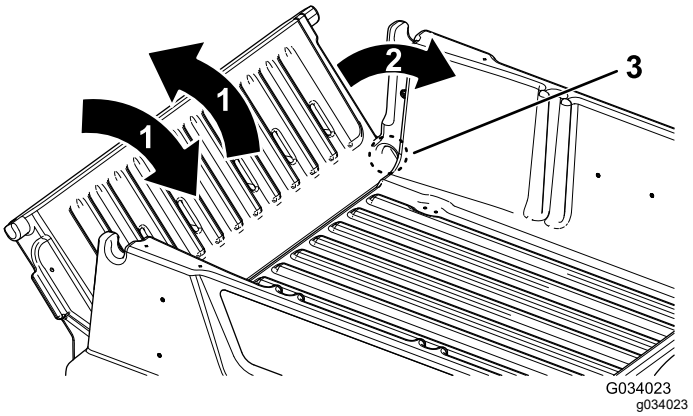

Figur 18
2. Vri baklemmen til ca. 45° vinkel (Figur 18).
3. Beveg baklemmen frem og tilbake flere ganger ved å riste den litt (Figur 18).